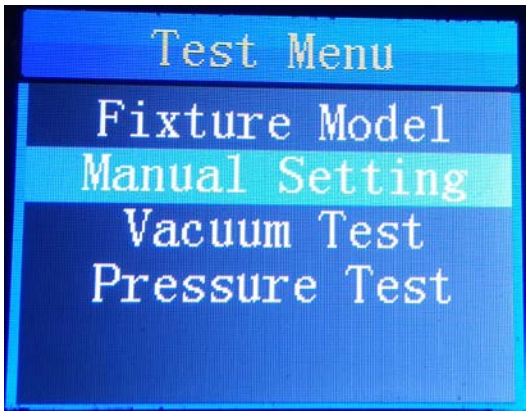
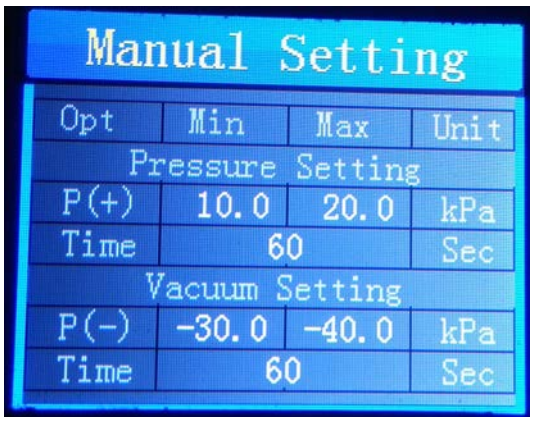

Figure 2
Figure 3
2. Enter the **Test Menu** and use the **UP/DOWN** button to select **Manual Setting** (Figure 2), press the **ENTER** button to confirm. Adjust the parameters of the time and pressure on the **Manual Setting** page (Figure 3), press the **ENTER** button to restore and the system will automatically return to the **Test Menu**.